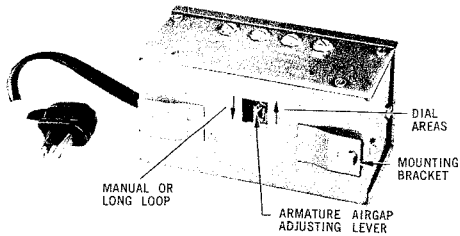

Fig. 5 — NS-16301, List 7 Relay (Wheelock Signals Co)
3.09 The NS-16301, List 15 Relay is provided with two sensitivity terminals designated "HI" and "LO". The superseded NS-16301, List 7, which may be substituted, had an armature airgap adjustment located on the bottom. (See Fig. 5.)